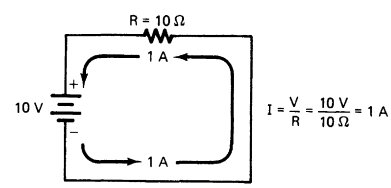

FIGURE 3-2 Example of Ohm's law.
Voltage (V) is measured in volts. Current (I) is measured in amperes. Resistance (R) is measured in ohms. If two electric values are known, the third value can be calculated with one of the formulas. Look at Fig. 3-2. Using the Ohm's law current formula, $I = V/R$, the calculated value of I in the circuit is